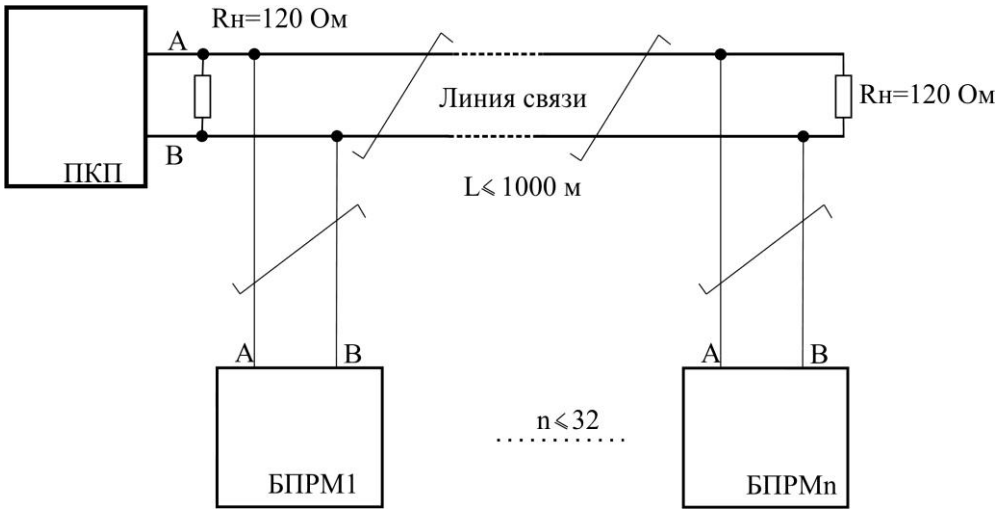

Рис. 4.12
4.14.1 Линия связи должна представлять собой один кабель витой пары (рис. 4.12), этому кабелю присоединяются все БПРМ* извещателей и ППК. Кабели, соединяющие линию связи с БПРМ (ответвления), должны быть как можно короче.